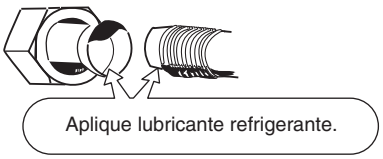

Fig. 5-4
(1) Aplique una tapa de sellado o cinta impermeable para evitar la entrada de polvo o de agua en los tubos antes de su utilización.
(2) Asegúrese de aplicar lubricante refrigerante (aceite etílico) en el interior de la tuerca abocardada antes de realizar las conexiones de los tubos. Esto resulta eficaz para reducir fugas de gas. (Fig. 5-4)